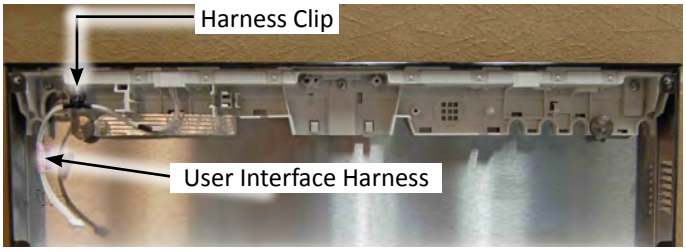

Figure 2
3. Move the outer door panel away from door assembly with enough room to disconnect the User Interface harness and, if necessary, the harness clip (see Figure 2).